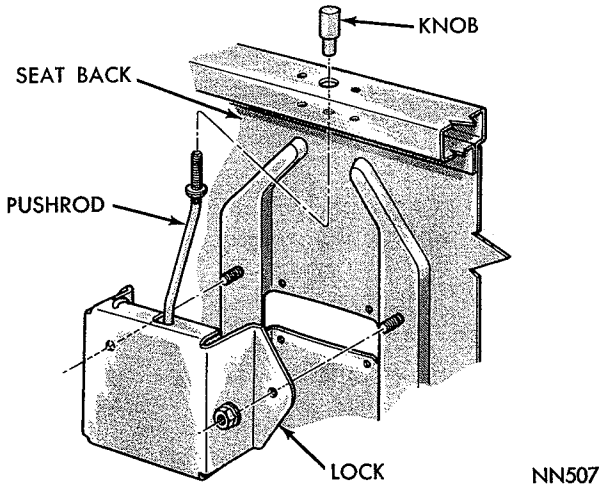

**Fig. 32—Second Seat Back**
(1) Remove screws attaching seat back to hinge assemblies (Fig. 32).
(2) Release catches from seat back and remove assembly.